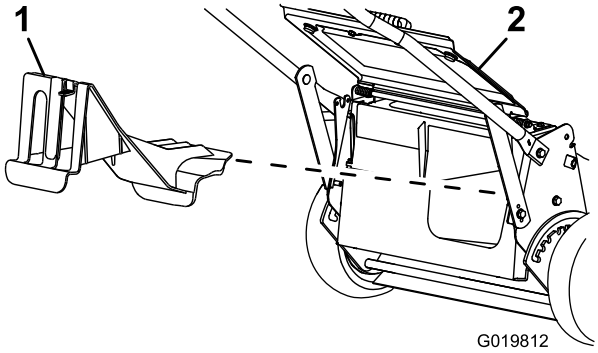

Figur 18
- Hvis bagudblæsningsdækslet ikke er monteret, skal du tage fat i dets håndtag, løfte den bageste deflektor og indsætte det i bagudblæsningsslisken, indtil låsen låser på plads; se Figur 18.
2. Fjern bagudblæsningsdækslet ved at trække låsen nedad med din tommelfinger og trække dækslet ud af maskinen (Figur 18).